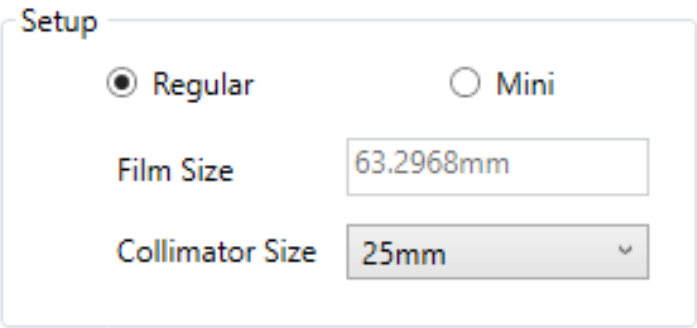

Figura 7-7 Configurazione della dimensione del cubo con la sfera.
4. Selezionare la dimensione del cubo con la sfera (vedi Figura 7-7).